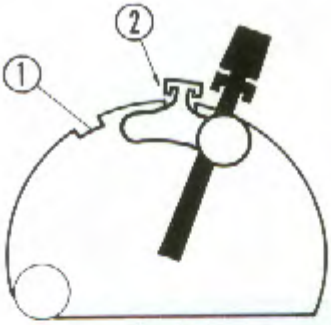

Fig. 75
— Faire coulisser l'index mobile sur le secteur et le mettre en face de l'encoche (2) puis serrer le bouton moleté (fig. 75)